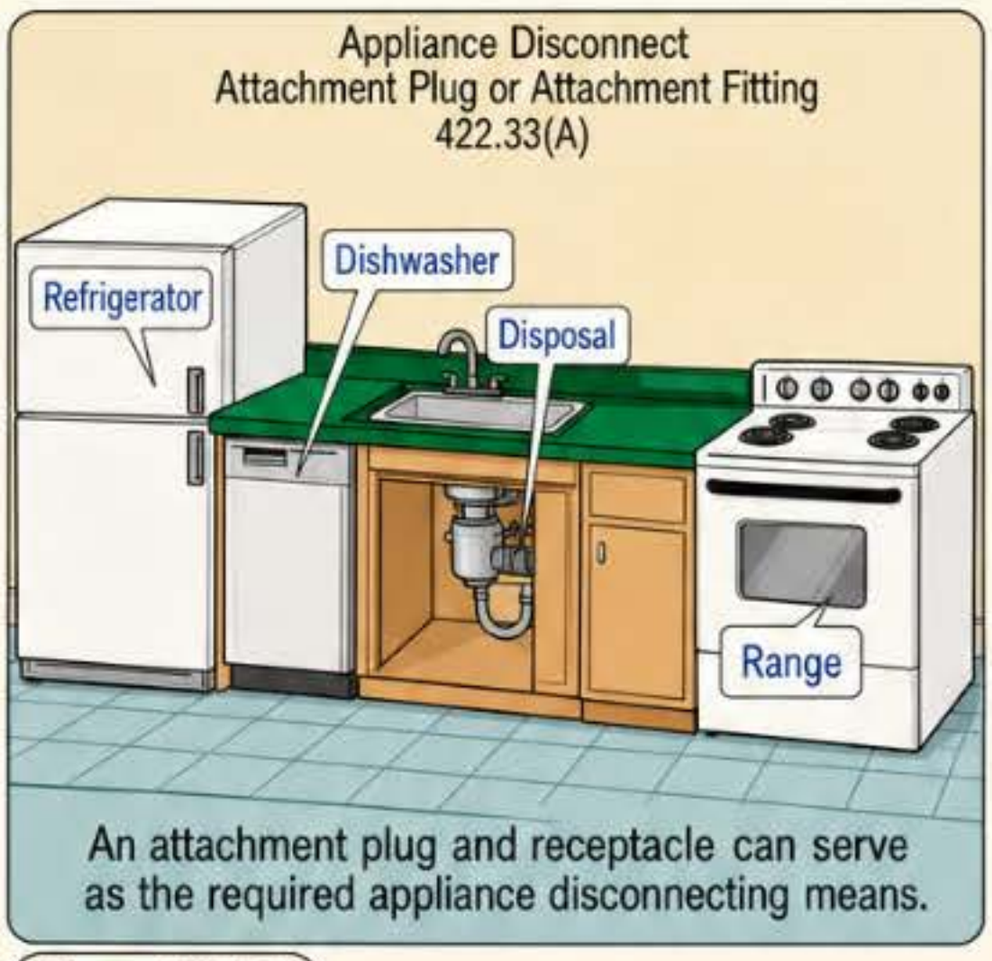

Figure 422–21
(A) Attachment Plug or Attachment Fitting. A cord-and-plug connection can serve as the appliance disconnect. **Figure 422–21**